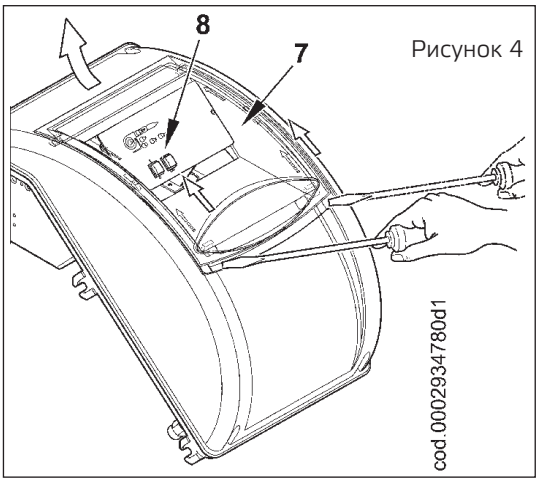

Рисунок 4
4) Чтобы снова закрыть крышку электрической панели, ввинтить 4 винта (1) оказывая момент зажима, составляющий примерно 5 Нм, чтобы обеспечивать правильную герметичность. Для получения доступа к приборному щитку (8) отцепите прозрачное окошко (7) легким нажатием инструмента (например, отвертки) в направлении стрелок (на рис. 4). Пусть окошко слегка продвинется, после чего снимите его с крышки.
5) Для правильного расположения прозрачного окошка на щите следовать рисунку 5. Поместить крюки в соответствующие гнёзда (9) и продвинуть окошко в направлении, указанном стрелкой, до тех пор, пока не раздастся лёгкий щелчок. Теперь должное уплотнение гарантировано.